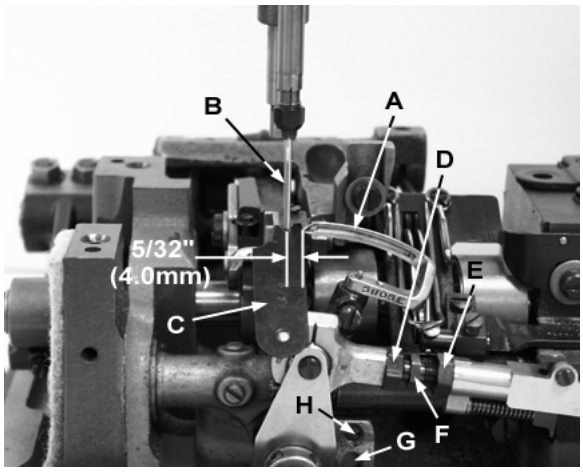
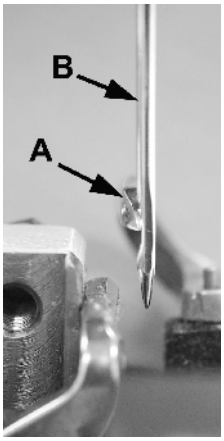

Fig 6
Fig 7
Insert a new needle, type and size specified. Looper gauge is 5/32 inch (4.Omm) which is the distance from point of looper (A, Fig. 6) to centerline of needle (B) when looper is at extreme right end of its travel. Looper gauge No. 21225-5/32 (C) is available for this setting. Adjustment can be made by loosening nut (D),(it has a left hand thread) and nut (E); turn connecting rod (F) as required to attain specified dimension. Hold connecting rod in position and tighten nut (E), then nut (D). NOTE: Be sure that the left ball joint is in a vertical position and does not bind after adjustment.
While turning handwheel in operating direction and the looper (A, Fig. 7) moves to the left, its point should be set to pass the rear of the needle (B) with .003" to .005" (.08 to .13mm) clearance. Adjustment can be made by loosening screw (G, Fig. 6), turn stop screw (H) clockwise to move looper towards the rear, counterclockwise acts the reverse. It is suggested to hold looper towards the front while making this adjustment. Tighten screw (G) after adjustment has been made and recheck movement of looper.